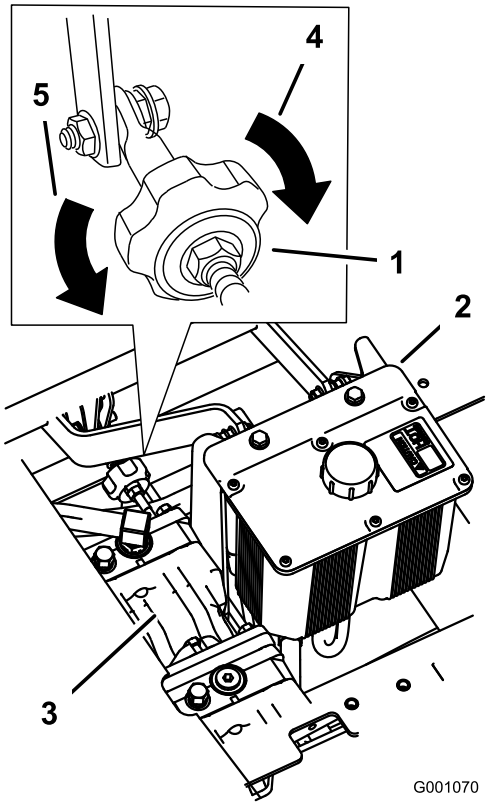

Figur 73
2. Juster lengden på pumpestangen ved å dreie på knotten i korrekt retning inntil hjulet ikke beveger seg eller kryper noe i revers (Figur 73).